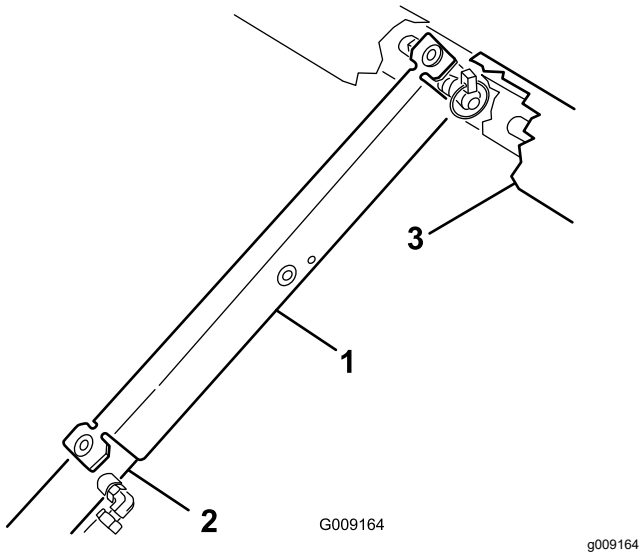

Figura 22
3. Introduza o suporte da plataforma na haste do cilindro, assegurando que as linguetas encostam à extremidade do cilindro e à extremidade da haste do cilindro (Figura 22).